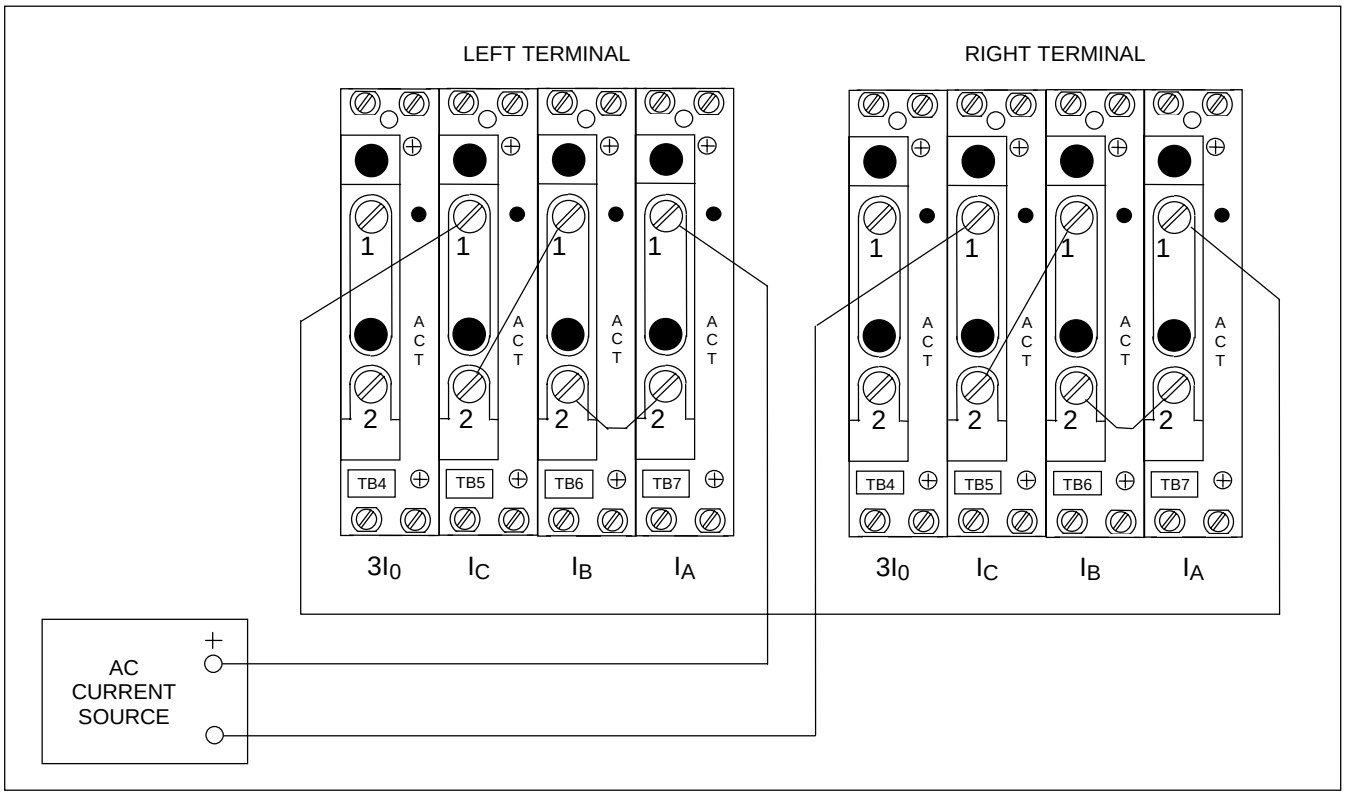

Figura 7-9. Conexión de prueba que simulan un fallo trifásico interno
1. Conecte el circuito de prueba que se muestra en la Figura 7-9.
Las conexiones de prueba mostradas en la Figura 7-9 simulan un fallo interno de A-G con alimentación débil en el terminal derecho. La corriente de alimentación en el terminal derecho es ajustada a ¼ Arms. Como esta corriente es menor que 0.5 Arms No existirá ningún mensaje de corriente transmitido de la terminal derecha a la izquierda. Esto significa que las dos fuentes de corriente no requieren de estar sincronizadas. El hecho de que los controladores de fase en la terminal derecha detecten una corriente => ¼ A Será interpretado como si el interruptor esta cerrado. Si no hay corriente en la terminal derecha, el controlador de fase interpretara esto como si el interruptor esta abierto y esta prueba generará disparos de alimentación fuerte.
El circuito de prueba de la Figura 7-9 puede modificarse para simular otros tipos de fallos internos con alimentación débil. Los resultados para fallos de B-G y C-G deben ser similares a aquellos descritos para fallos de A-G.